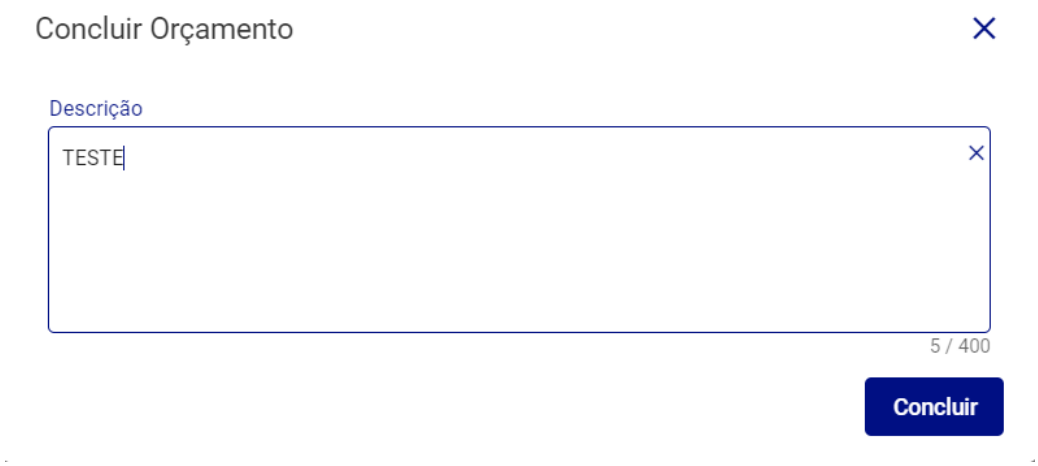

Figura 397: Descrição
7. Insira uma descrição (Figura 397) para a conclusão na janela Concluir Orçamento e clique em **Concluir** para finalizar.